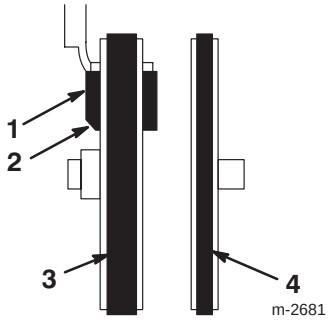

Figur 34
17. Pass på at bremseklossen er riktig montert på bremsearmen. Bremseklossens skråside må være plassert slik som vist i figur 34.
13. Pass på at bremseklossen er riktig montert på bremsearmen. Bremseklossens skråside må være plassert slik som vist i figur 34.